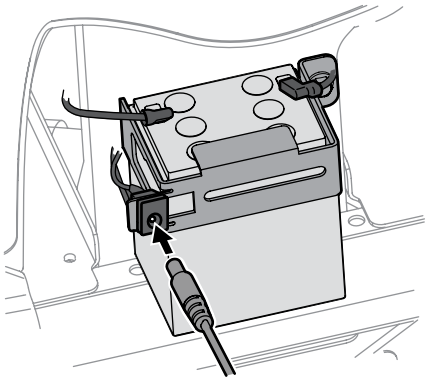

Figura 4-13
a. Para este tractor, está disponible por separado una unidad de carga. Las instrucciones para el uso de esta función se adjuntarán al accesorio de carga de la batería. La unidad de carga se conecta justo al lado de la batería como se indica en la Figura 4-13. Para pedir el cargador de la batería, consulte la hoja del Suplemento sobre Piezas/Garantía.